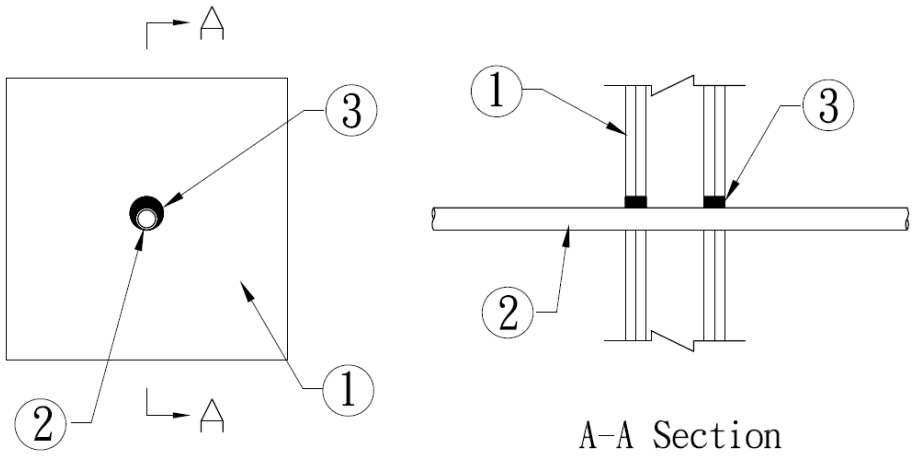

Figure 1. Through Penetration Firestop System
1. **SUPPORTING CONSTRUCTION:** Refer to Figure 1. Opening size shall be 11/16 in. larger than the OD of the penetrating pipe. Create a round through-opening in a symmetrical, Code-conforming, 2 hour fire-rated wall assembly consisting of the min. construction features of one of the following options: